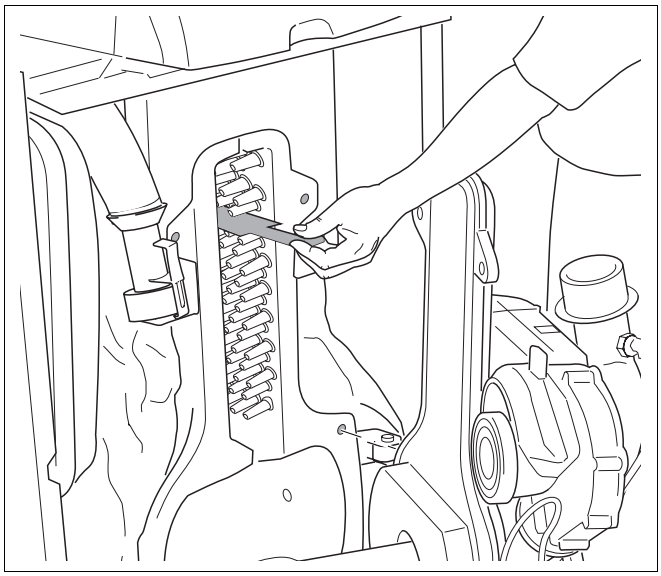

Rys. 52 Wyjąć górną wkładkę kierującą przepływem spalin
- Wyjąć fabrycznie zamontowaną wkładkę kierującą przepływem spalin (rys. 52).